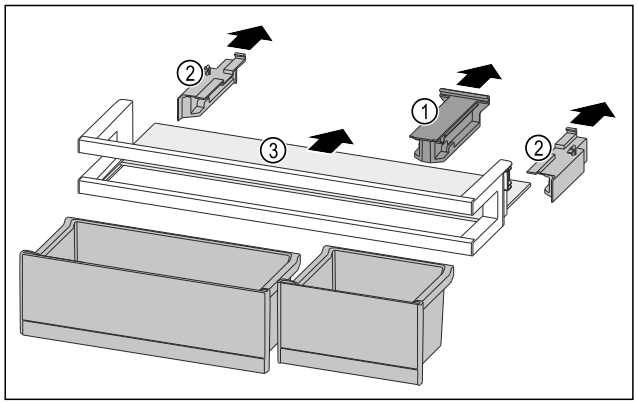

Fig. 208
▶ Retirer la pièce de retenue *Fig. 208 (1)*.
▶ Retirer les parties latérales *Fig. 208 (2)*.
▶ Retirer la tablette de rangement *Fig. 208 (3)*.